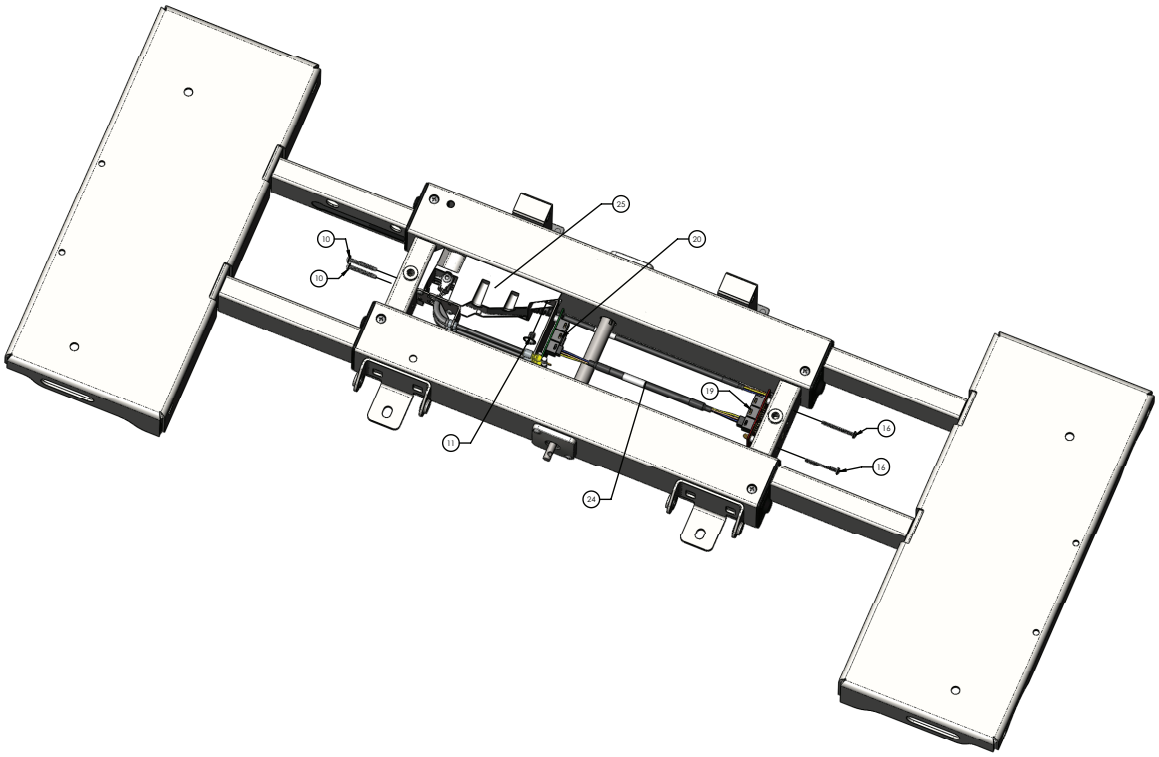

Figure 19 – Remplacement de la carte DPM, milieu
10. À l’aide d’une clé Torx T25, retirer et conserver la vis (11) qui fixe l’ensemble DPM (25) au châssis de l’assise (Figure 19).
11. À l’aide d’une clé Torx T20, retirer et conserver les deux vis (10) qui fixent l’ensemble DPM (25) au châssis de l’assise (Figure 19).